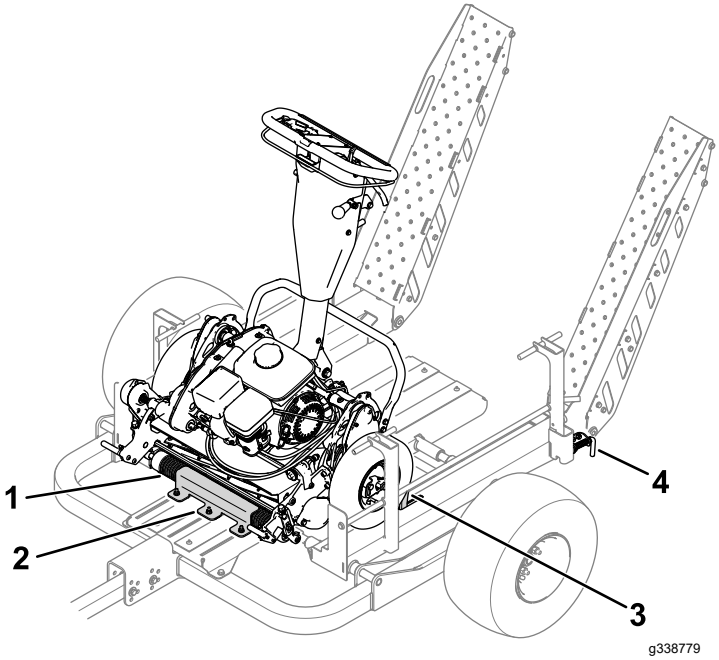

Figur 30
1. Använd de plana ramperna eller skenorna för att långsamt köra maskinen upp på släpet tills de främre rullsätena är på plats i rullfästet (Figur 30).
4. Höj upp ramperna och koppla in spärrpinnarna (Figur 30).